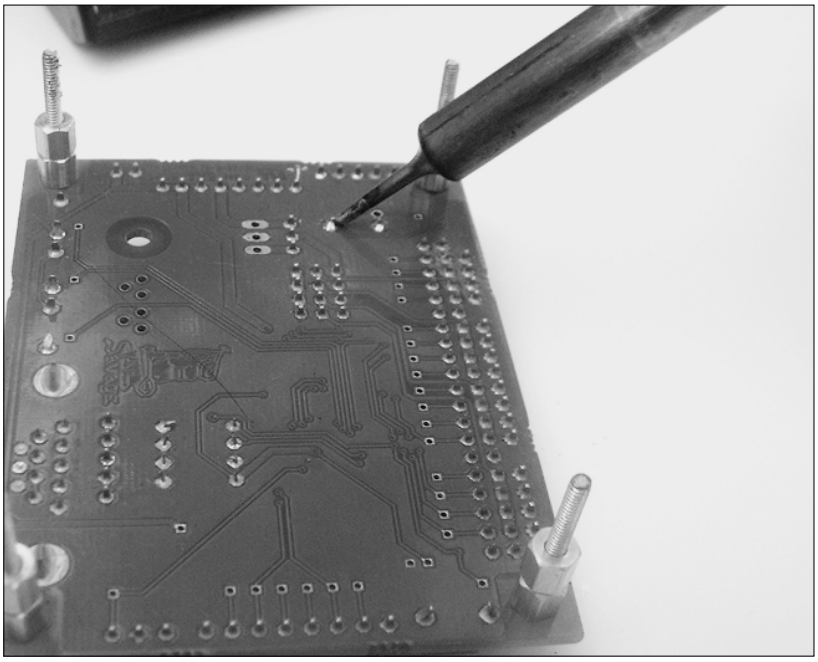

Figure 8-4: Hold the soldering pencil at a 30- to 45-degree angle.
- **Hold the soldering pencil at a 30- to 45-degree angle to the work surface.** (See Figure 8-4.) If you're using a chiseled tip, the flat of the chisel should rest firmly against the surface of the joint that you're soldering.